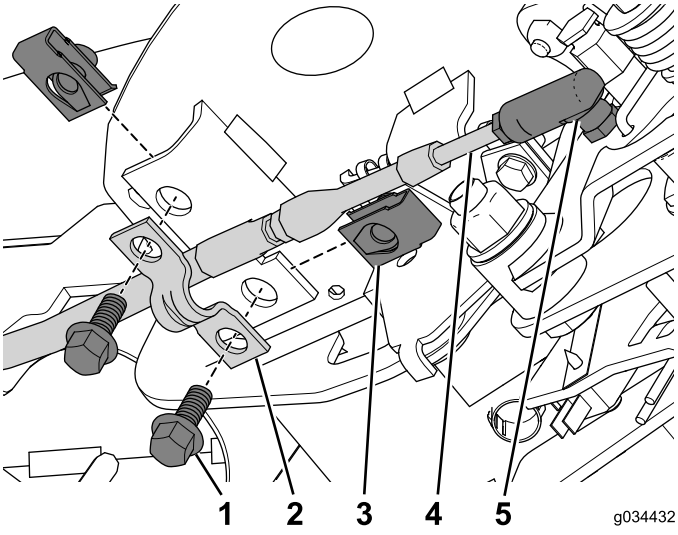

Рисунок 25
3. Подсоедините трос фиксации нейтрального положения к соединителю троса (Рисунок 25).
4. Установите стопорную гайку на узел консоли (Рисунок 25).
5. Прикрепите трос с хомутом к узлу консоли с помощью двух болтов (1/4 x 5/8 дюйма) (Рисунок 25).